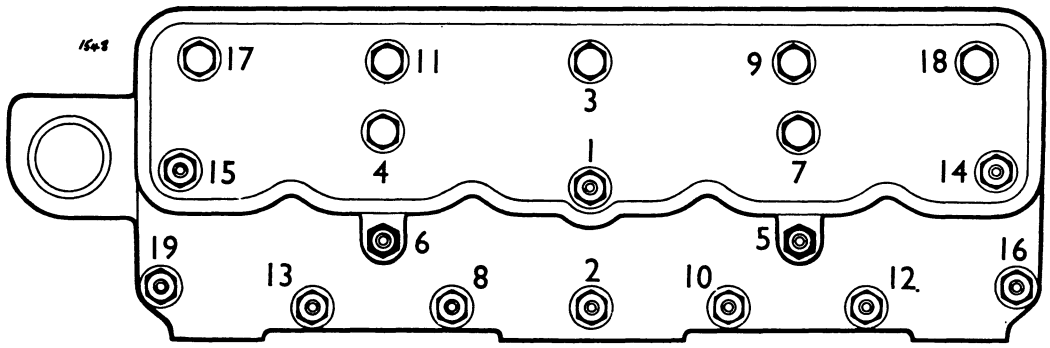

Figure 13. CYLINDER HEAD TIGHTENING SEQUENCE
Remove cylinder head nuts and bolts in the reverse order of tightening (Fig. 13). Remove gasket, clean block face and oil cylinder bores before covering with a cloth for protection.
5. Tighten head bolts and nuts in the order shown in Fig 13 and in three stages of 30, 60 and 90 lb ft (4, 8 and 12·5 kg metres).